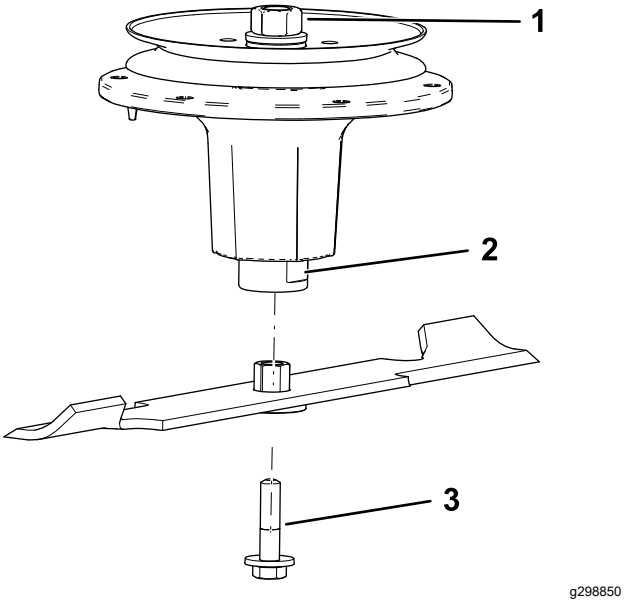

Figur 111
2. Monter hylse-/bladenheten inn i spindelakselen (Figur 111).